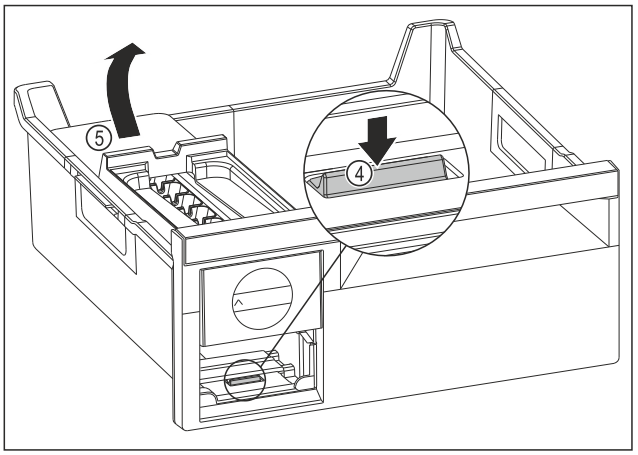

Fig. 145
▶ Udtagning af EasyTwist-Ice-legemet: Tryk lasken *Fig. 145 (4)* ned med fingeren, og løft samtidigt EasyTwist-Ice-legemet *Fig. 145 (5)* med den anden hånd.